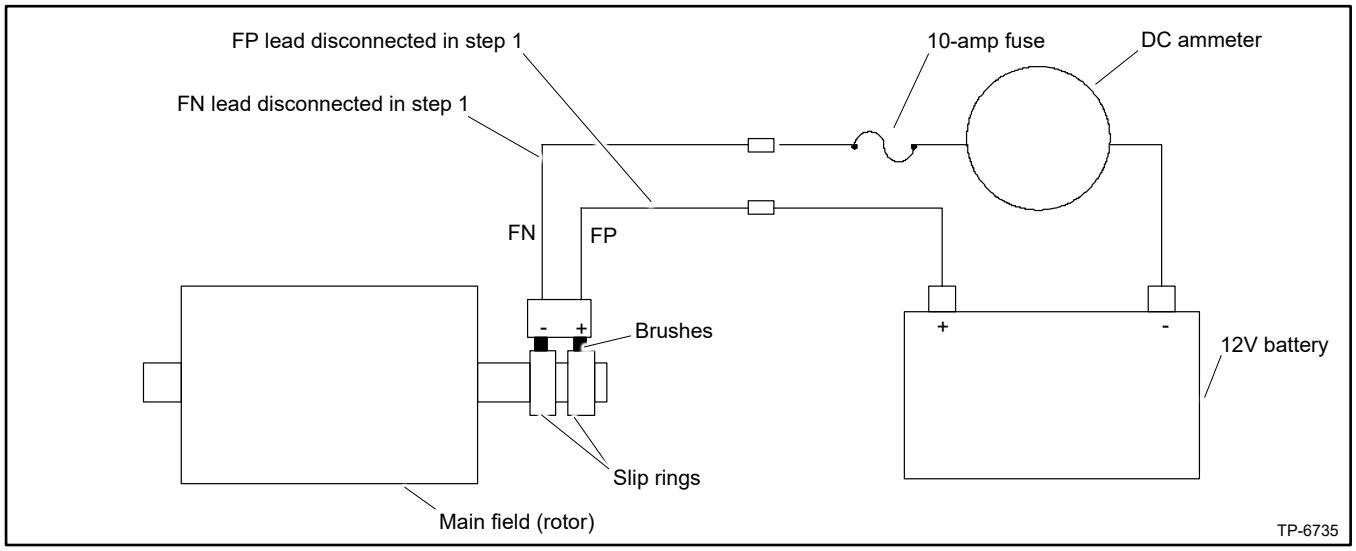

Figure 61 Separate Excitation Connections
2. Connect a DC ammeter, 10-amp fuse, and a 12-volt automotive battery to the positive (FP) and negative (FN) brush leads as shown in Figure 61. Note and record the ammeter reading.